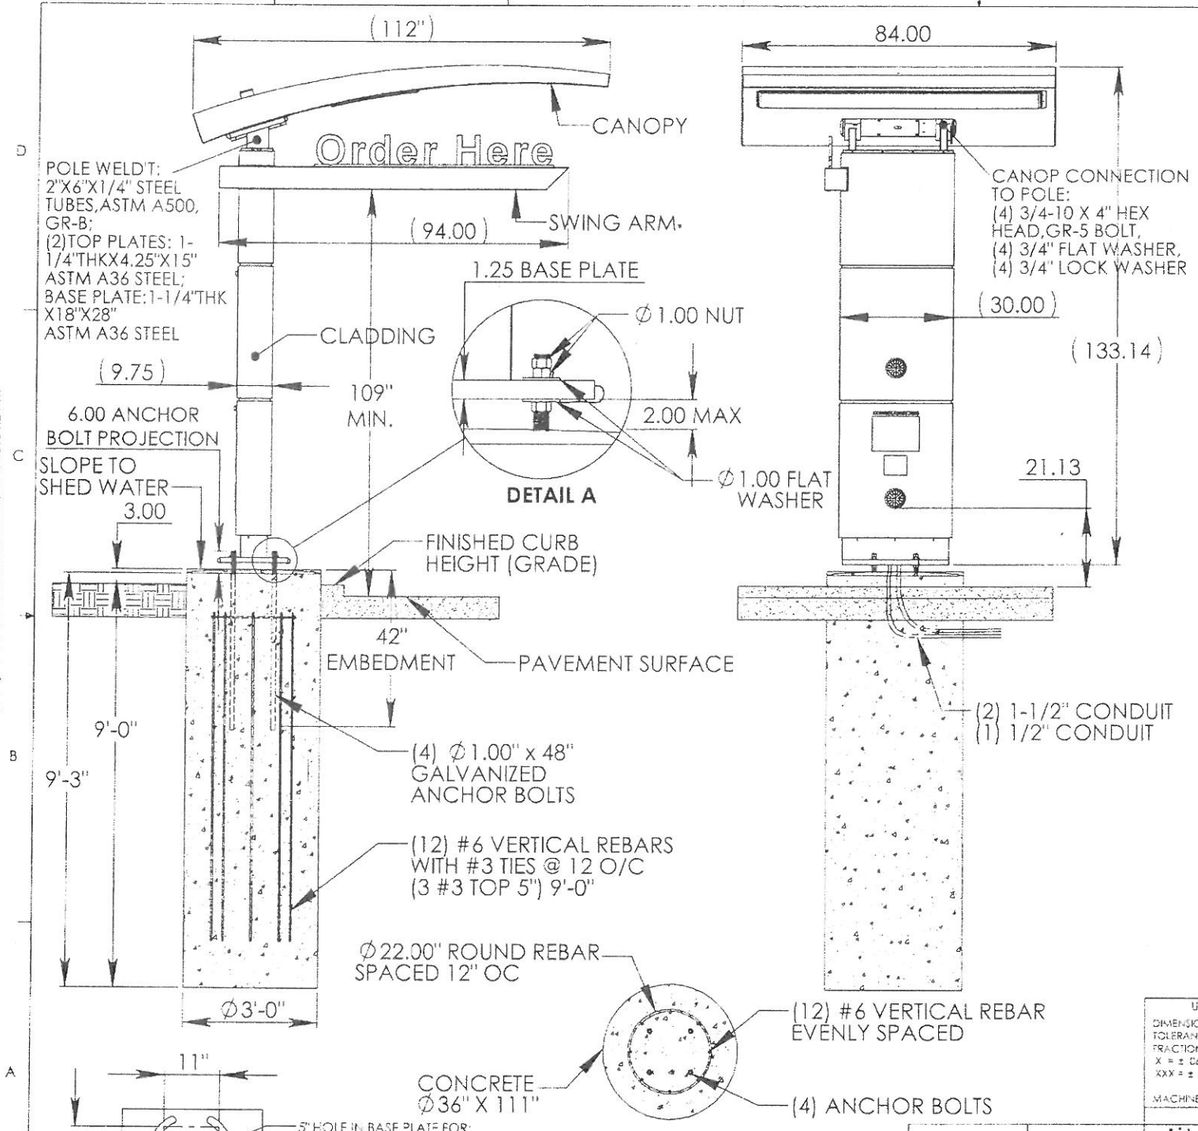

FIGURE 1
3. POUR FOUNDATION (Ø36" x 111" DEPTH, OR 72" SQUARE x 32" DEEP) INSERT (4) Ø1.00 x 48" ANCHOR BOLTS AND (12) #6 VERTICAL REBARS WITH #3 TIES @ 12 O/C (**PER FIGURE 1**).
5. PLACE (4) Ø1.00" LEVELING NUTS AND WASHERS ON THE FOUR ANCHOR BOLTS TO PROVIDE A 2.00" GAP BETWEEN THE FOUNDATION AND BASE PLATE OF THE POLE. (**SEE DETAIL A**).
6. POSITION THE POLE ONTO THE ANCHOR BOLTS AND SECURE IN PLACE WITH (8) Ø1.00" NUTS AND WASHERS, (**SEE DETAIL A**).